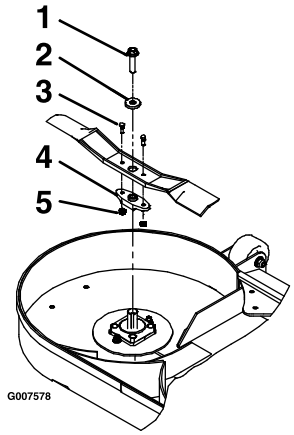

Figuur 72
3. Verwijder het mes, de onderlegring, en de mesbout waarmee het mes en het aandrijfstuk bevestigd zijn (Figuur 72).
4. Neem het aandrijfstuk van het oude mes (Figuur 72).
1. Monteer het aandrijfstuk op de nieuwe maaimessen met de breekbouten en borgmoeren (Figuur 72).
3. Monteer het mes, onderlegring, en mesbout op de spilas (Figuur 72).